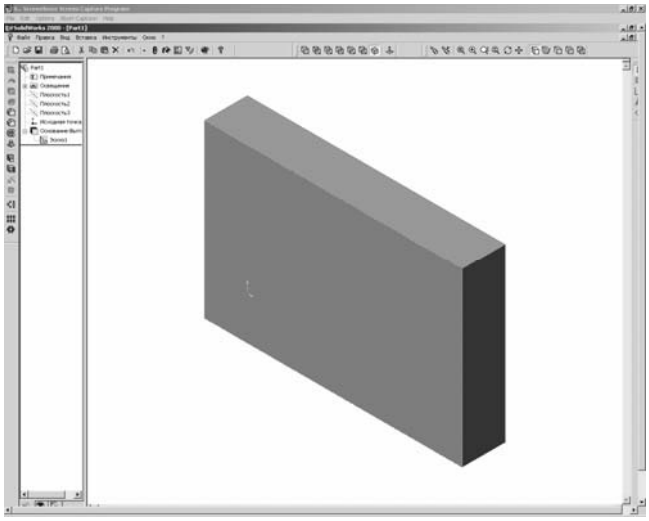

Рисунок 4.2 - Панель с элементом
6. Нажмите на знак плюса рядом с записью *Base-Extrude (Основание-Вытянуть)* дереве конструирования FeatureManager. Обратите внимание на то, что *SketcM (Эскиз1),* который использовался для вытяжки элемента, теперь отображен под данным элементом (рис. 4.2).